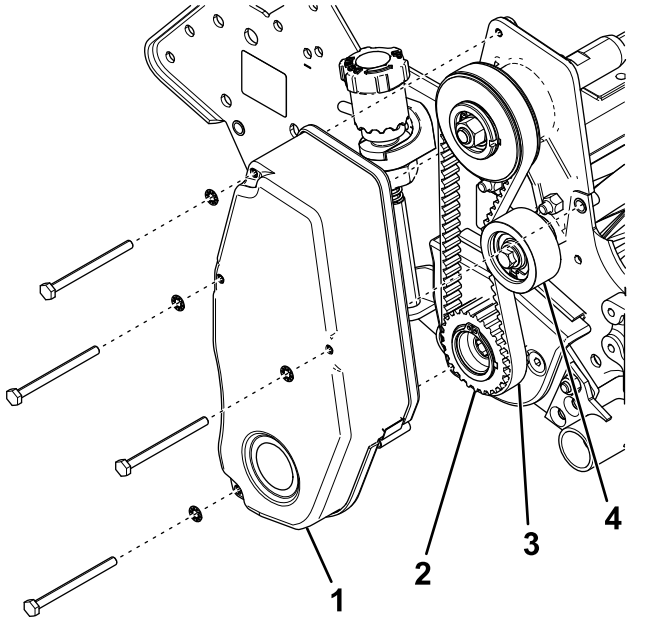

Figur 9
1. Fjern knivcylinderdrivremmens skærm fra sidepladen (Figur 9).
2. Løsn styreremskiven, og fjern knivcylinderens drivrem (Figur 9).
3. Fjern drivremskiven fra knivcylinderakslen (Figur 9).